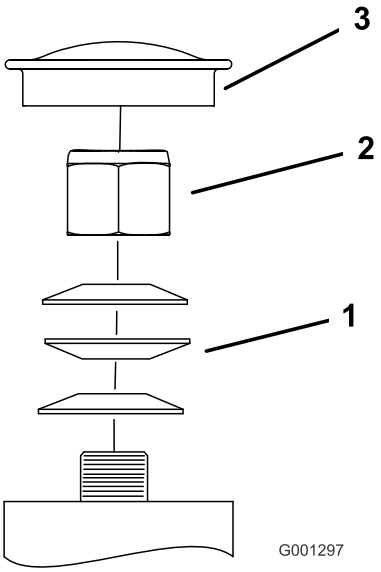

Figur 50
3. Fjern støvhætten fra styrehjulet, og spænd låsemøtrikken (Figur 50).
4. Spænd låsemøtrikken, indtil fjederskiverne er flade, og skru derefter 1/4 omgang ud for at indstille forspændingen på lejerne korrekt (Figur 50).
Vigtigt: Sørg for, at fjederskiverne monteres korrekt som vist i Figur 50.
5. Monter støvdækslet (Figur 50).